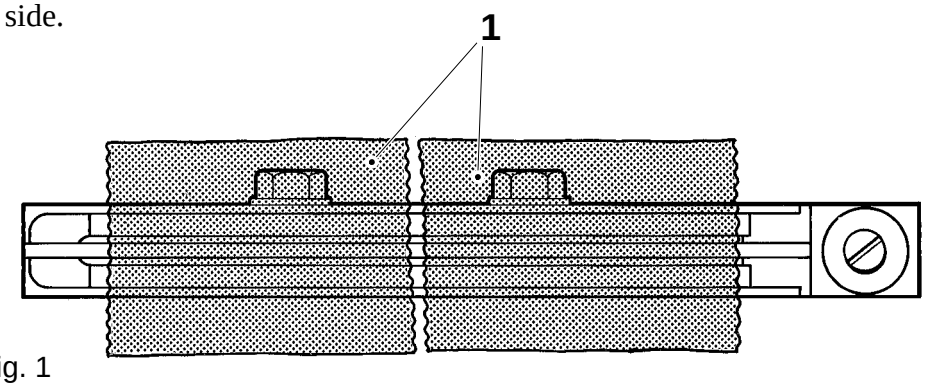

Fig. 1
Stick two pieces of adhesive tape (1) to each IH (or TPC) bar, see fig. 1.